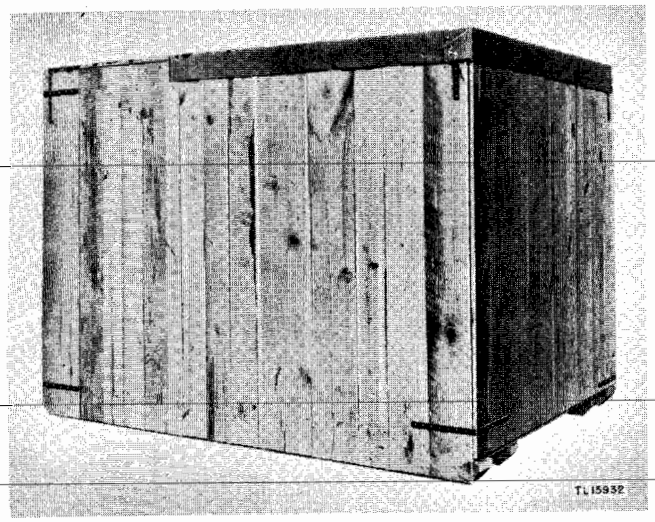
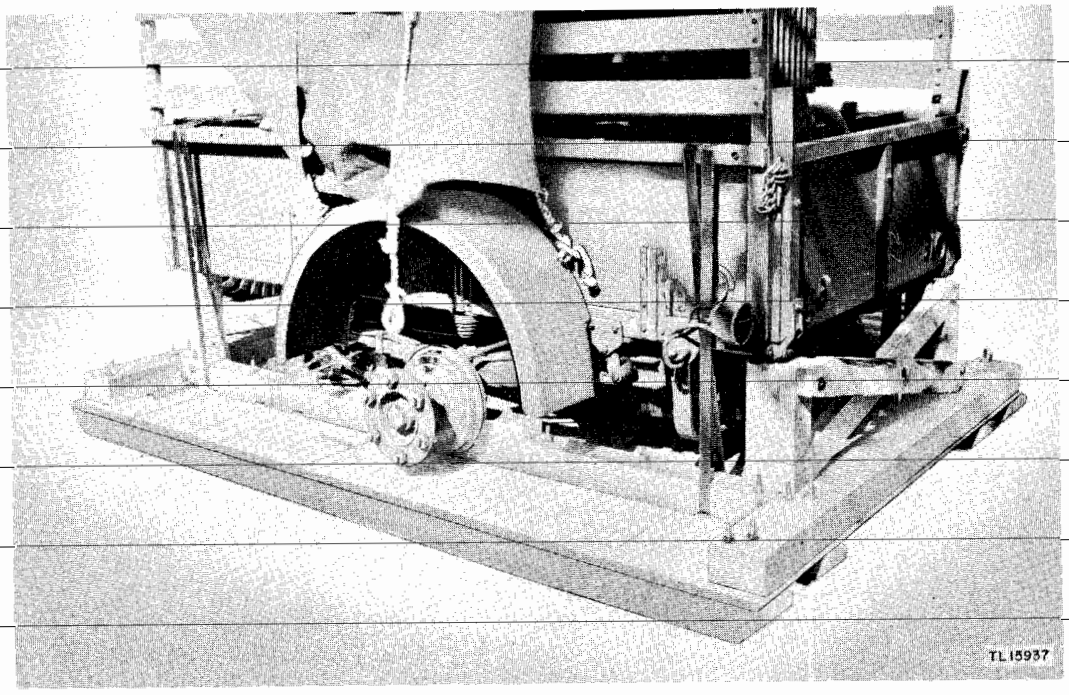

Figure 24. Shipping Box for Trailer K–52–( ) with Power Unit PE–95–( ) installed.
Figure 25. Trailer K–52–( ) with Power Unit PE–95–( ) installed, on shipping crate.
(11) The second box (fig. 24) contains Trailer K-52-( ) in which Power Unit PE-95-( ) is installed prior to shipment. With nail pullers and prybars, remove the top of this box.
(12) Remove the four sides of the trailer box.
(13) Remove the waterproof wrapping from about the trailer.
(14) Remove the shoring and straps which hold the trailer to the bottom of the box. (See fig. 25.)
(15) Remove the trailer from the bottom of the box.
(16) Check the contents of the trailer against the packing list.